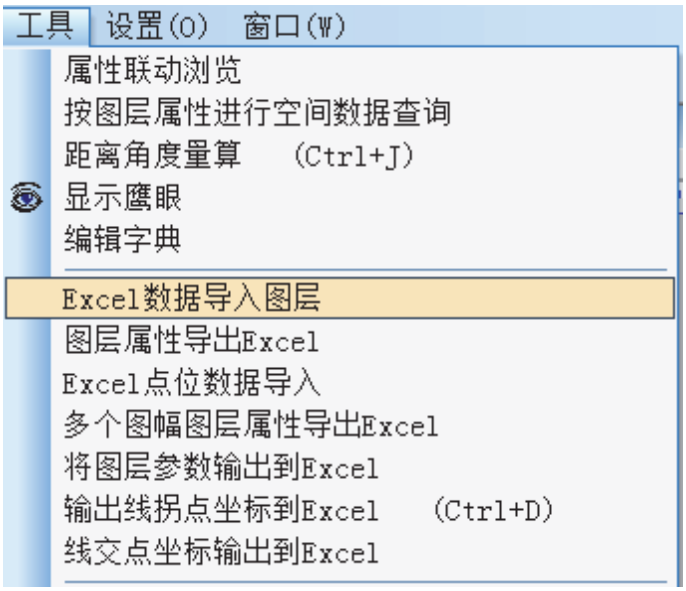

图 4-16
4. 选择菜单“工具”→“Excel 数据导入图层”（见图 4-16）；